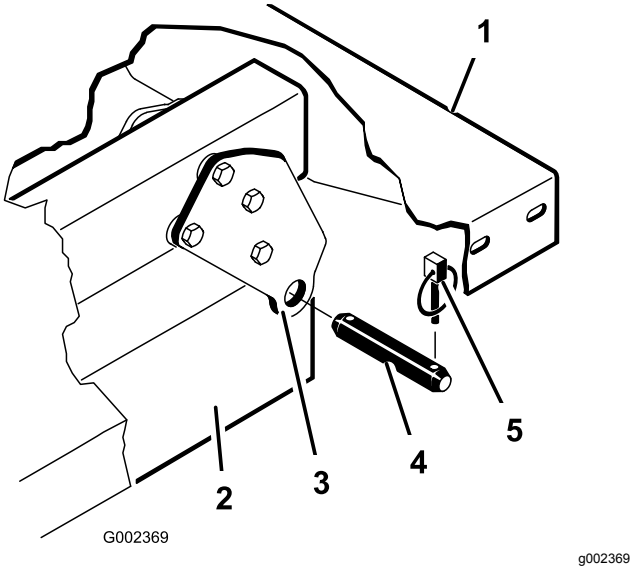

**Figur 4**
6. Fjern ringstiftene og splittpinnene som fester svingbrakettene for planet til maskinens rammekanaler (Figur 4).